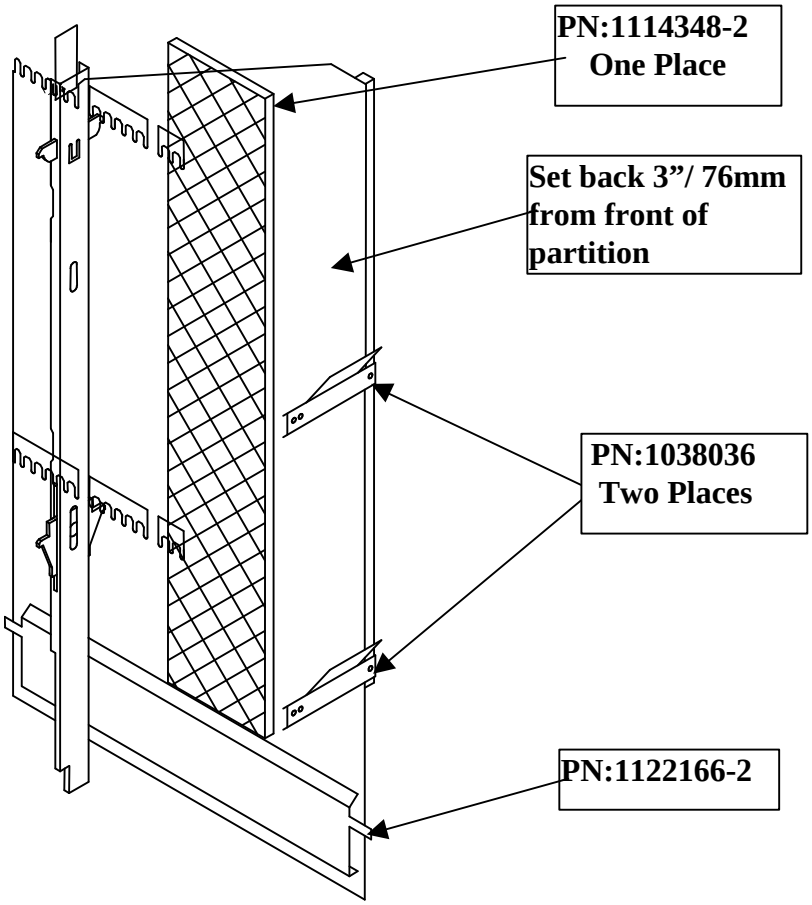

**Figure 1**
**Note:To properly vend product the Uni-1 must have the columns set up as illustrated. *Install spring on right (Low Tension) side The 250ml product must be vended on the right side of mixed product. (Jam will occur if adjacent right gage bar is in slot #1) **Install magnetic column spacer into right side of partition above product side spacer and product slides (See Figure 1 for installation detail). *** Install anti theft rod in lower hole if product is vended in far left column.**
*TEL: (559) 439-1770 FAX: (559) 650-3455.*
**Installation (see Figure 1)**
**Step #3** Install pkg. of one 38.0” long magnetic foam pad (P/N1114348-2) on the right side partition. Locate pad in center as shown in Figure 1 above the .74 product side spacer (P/N1122166-2)